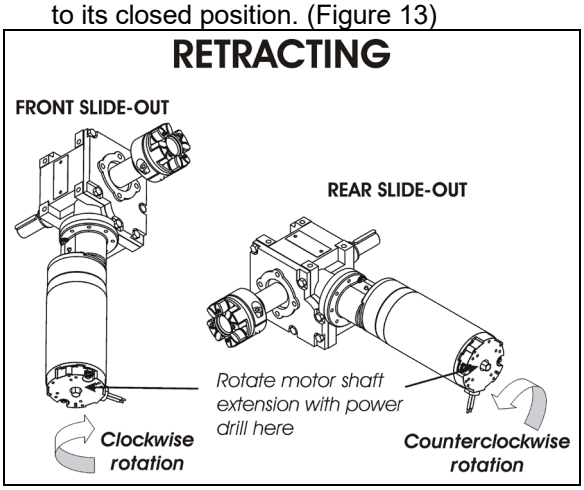

**FIGURE 13: SLIDE-OUT MOTOR ROTATION**
5. Rotate the slide-out motor shaft extension with the power drill until the slide-out comes to its closed position. (Figure 13)